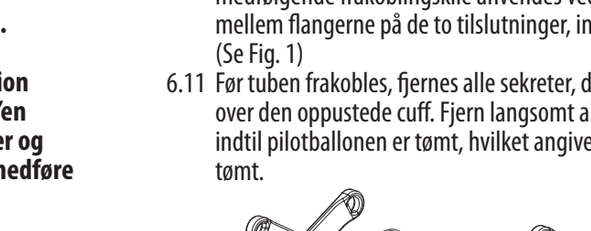

Fig. 1
6.10 I tilfælde af problemer, når tilbehørskomponenter frakobles trakeostomitubens 15 mm ISO-tilslutning, skal den medfølgende frakoblingskile anvendes ved at tvinge den ind mellem flangerne på de to tilslutninger, indtil de skilles ad. (Se Fig. 1)